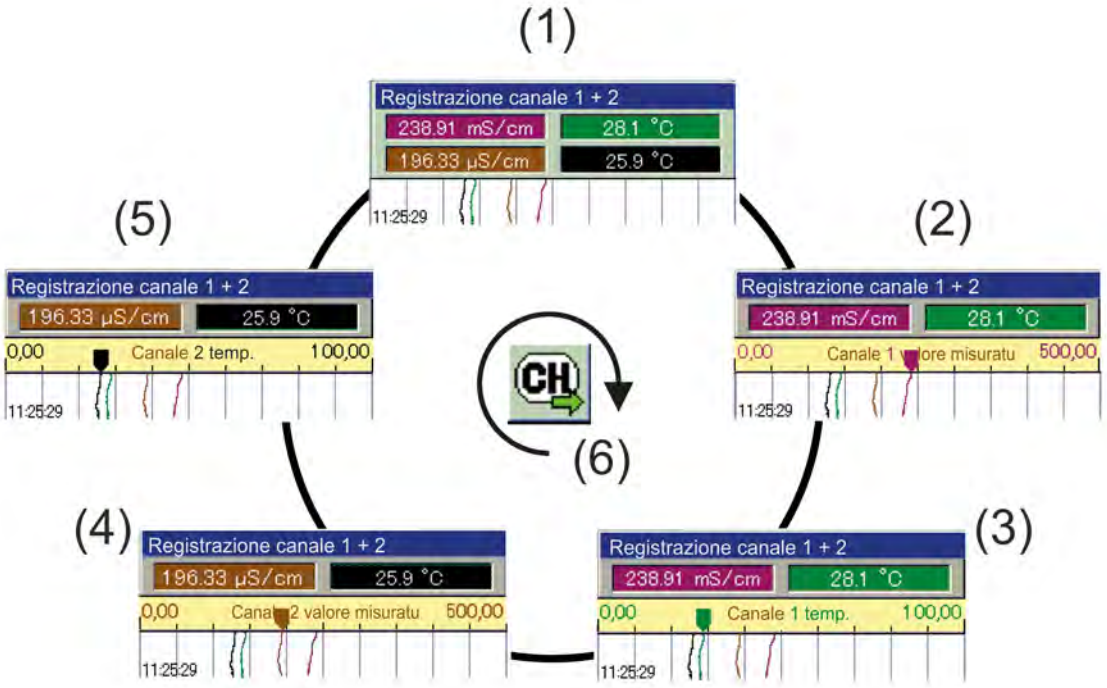

Fig. 50: Passaggio in rassegna delle viste pennino registratore
(1) Diagramma di traccia binario a 3 canali (visualizzazione degli stati di segnale registrati di un massimo di 3 valori binari)
(2) Pulsante "Smistamento canale" per passare in rassegna le viste pennino registratore (grafici di una scala con punta registratore) per ciascuno dei canali da 1 a 4. Vedi Fig. 49 o Fig. 50 .